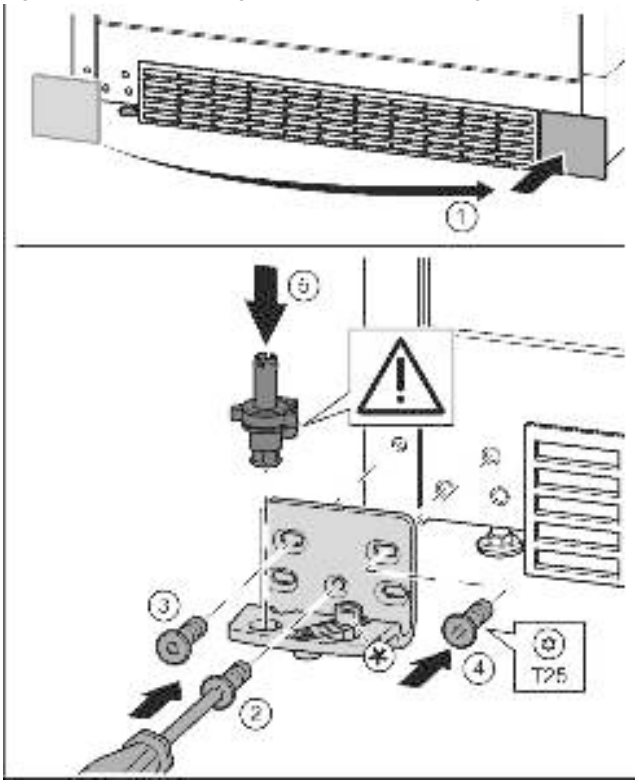

Fig. 16
- ▶ Remove the cover and fix it on the other side. *Fig. 16 (1)*
- ▶ Place the bearing bracket on the other side and screw in with the aid of a T25 screwdriver. Start with screw 2 at the bottom in the middle. *Fig. 16 (2)*
- ▶ Screw in screws 3 and 4. *Fig. 16 (3, 4)*
- ▶ Insert the bearing pin completely. Make sure that the catch mechanism is pointing to the rear. *Fig. 16 (5)*